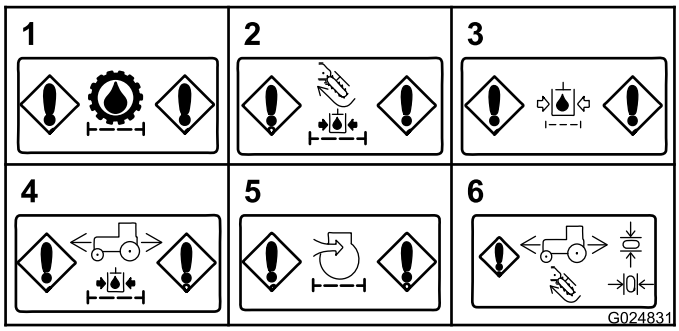

Figura 35
- **Ostruzione del filtro di carica idraulica (trasmissione)**: questo messaggio viene visualizzato se il filtro di carica idraulica per la trasmissione è ostruito (Figura 35).
- **Ostruzione del filtro di carica idraulica (accessori)**: questo messaggio viene visualizzato se il filtro di carica per il circuito idraulico è ostruito (Figura 35).
- **Ostruzione del filtro di ritorno idraulico**: questo messaggio viene visualizzato se il filtro di ritorno idraulico è ostruito (Figura 35).
- **Ostruzione del filtro di carica idraulica (motorino di trazione)**: questo messaggio viene visualizzato se il filtro di carica idraulica per il motorino di trazione è ostruito (Figura 35).
- **Ostruzione del filtro dell'aria (motore)**: questo messaggio viene visualizzato quando il filtro dell'aria richiede assistenza (Figura 35).
- **Indicatore di riposizionamento in folle**: questo indicatore viene visualizzato se si inizia un'operazione che richiede il riposizionamento del joystick o del pedale della trazione in folle. Riposizionate il joystick o il pedale della trazione in folle prima di continuare l'operazione (Figura 35).